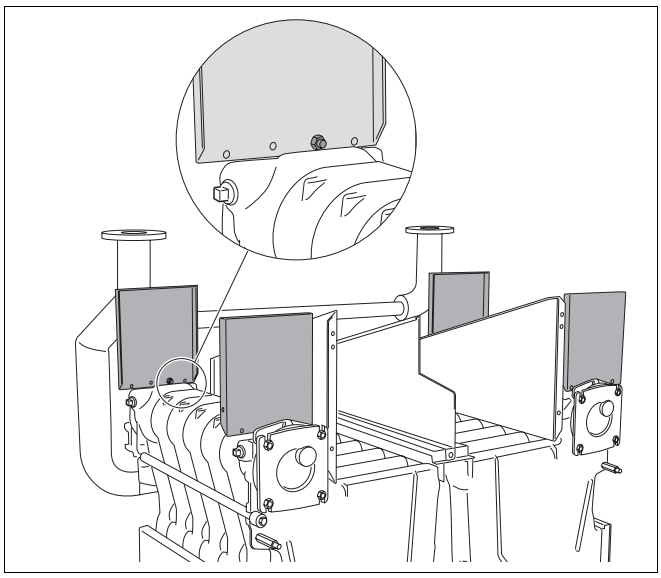

Afb. 42 Consoles monteren
- Schroef de vier consoles op de eindelementen van de beide ketelblokken met een schroef M8 × 35 en een moer met schijf erop geperst. De open zijde van de consoles moet naar binnen wijzen. De consoles steken aan de buitenzijde uit (afb. 42).